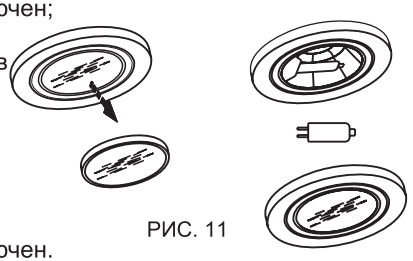

РИС. 11
8.6.2 Замена галогенной лампы (рис. 11):